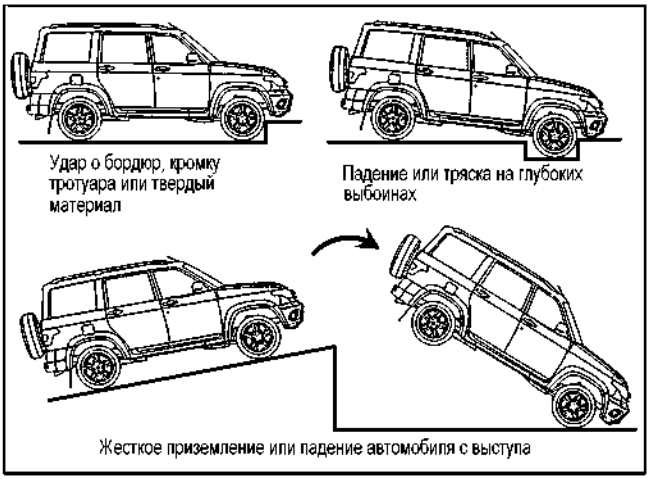

Рис. 3.51. Примеры ситуаций со срабатыванием системы пассивной безопасности водителя и переднего пассажира
– в случае достаточного по силе удара, воздействующего на автомобиль спереди, некоторые примеры показаны на (рис. 3.51).